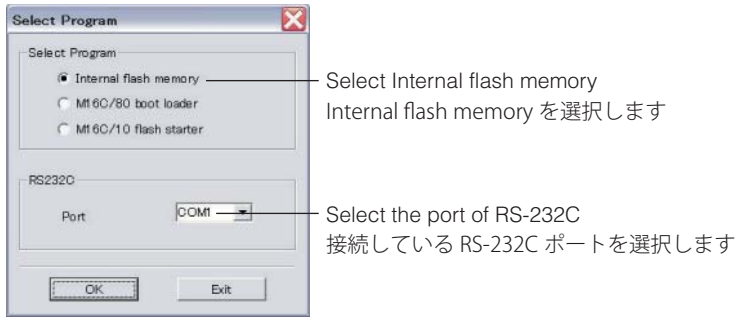

Fig. 3
The screen appears as shown below. (Fig. 3)
3. Select the data to be transmitted and port. (Fig. 3)
下記の画面が表示されます。（Fig. 3）
3. 送信データ、ポートを選択します。（Fig. 3）